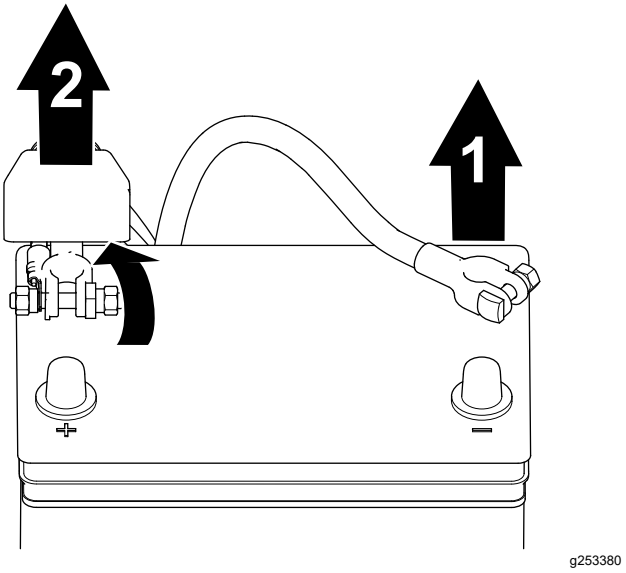

Figur 38
2. Ta bort batteriets minuskabel från batteripolen (Figur 38).
3. Lyft upp isolatorn och ta bort batteriets pluskabel från batteripolen (Figur 38).